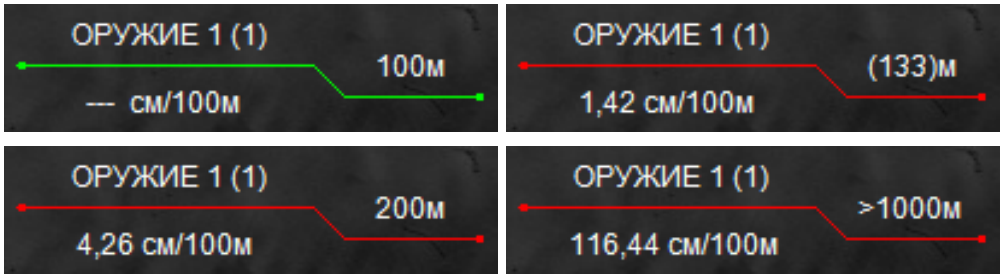

Рисунок 3 – Примеры вариантов вывода дистанции стрельбы
- ❖ **Если баллистическая поправка находится в диапазоне введенной баллистической таблицы, расчет дистанции стрельбы будет произведен автоматически. Величина дистанции выводится в скобках (см. рис. 3).**